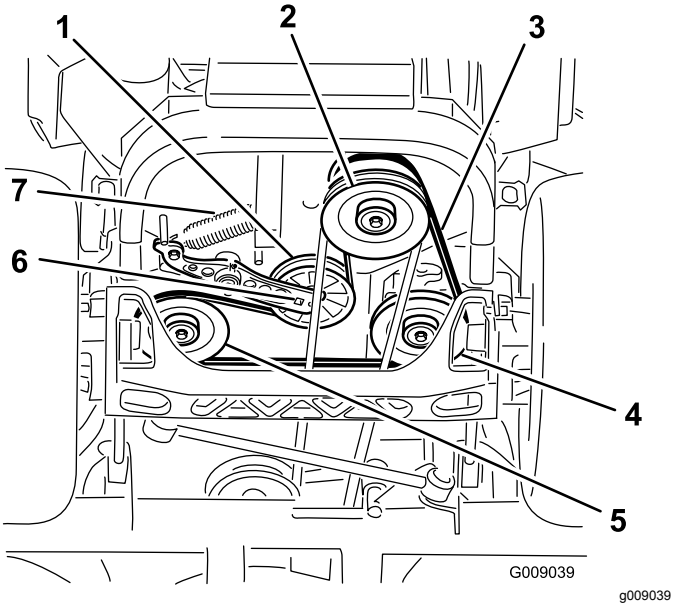

Figur 86
4. Höj upp maskinen och stötta upp den med domkrafter (Figur 86).
5. Använd en spärrhake i det fyrkantiga hålet i mellandrevsarmen för att ta bort mellanremskivfjädern (Figur 86).
6. Kroka av mellanremskivfjädern från ramen (Figur 86).
9. Använd en spärrhake i det fyrkantiga hålet i mellandrevsarmen för att montera mellanremskivfjädern på ramen (Figur 86).